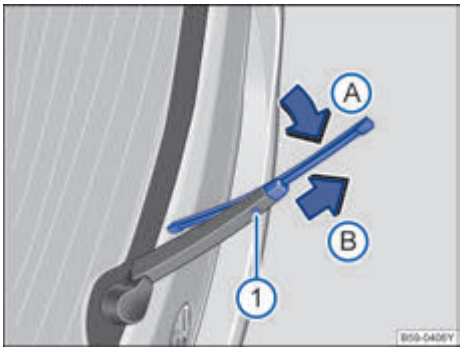

图 138 更换后风窗刮水器刮水片。
– 按住解锁按钮 → 图 138① 。
– 将后风窗刮水器刮水片朝刮水器摆臂 → 图 138（箭头Ⓐ ）方向翻转，同时沿箭头方向Ⓑ 拔下。会因此需要用较大的力量。